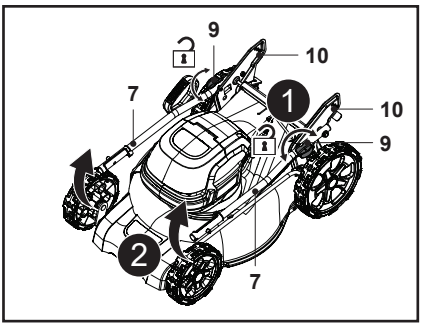

Fig. 1
2. Desserrer la poignée de serrage (9) à 90° dans le sens horaire ou antihoraire, puis déplier le guidon inférieur (7) (Fig. 1).